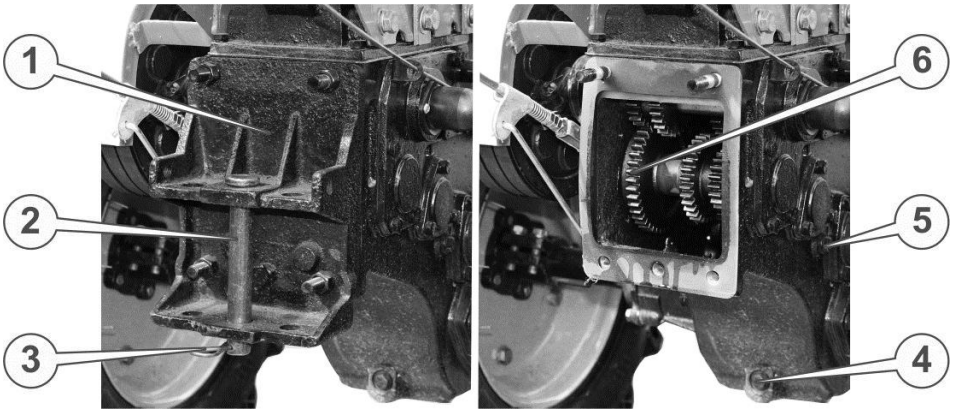

Рисунок 40. – Відкрий редуктор мотоблока
Навісне та причіпне обладнання кріпиться до мотоблока за допомогою причіпної цапфи (1) (див. рис. 40.) або жорстким способом.